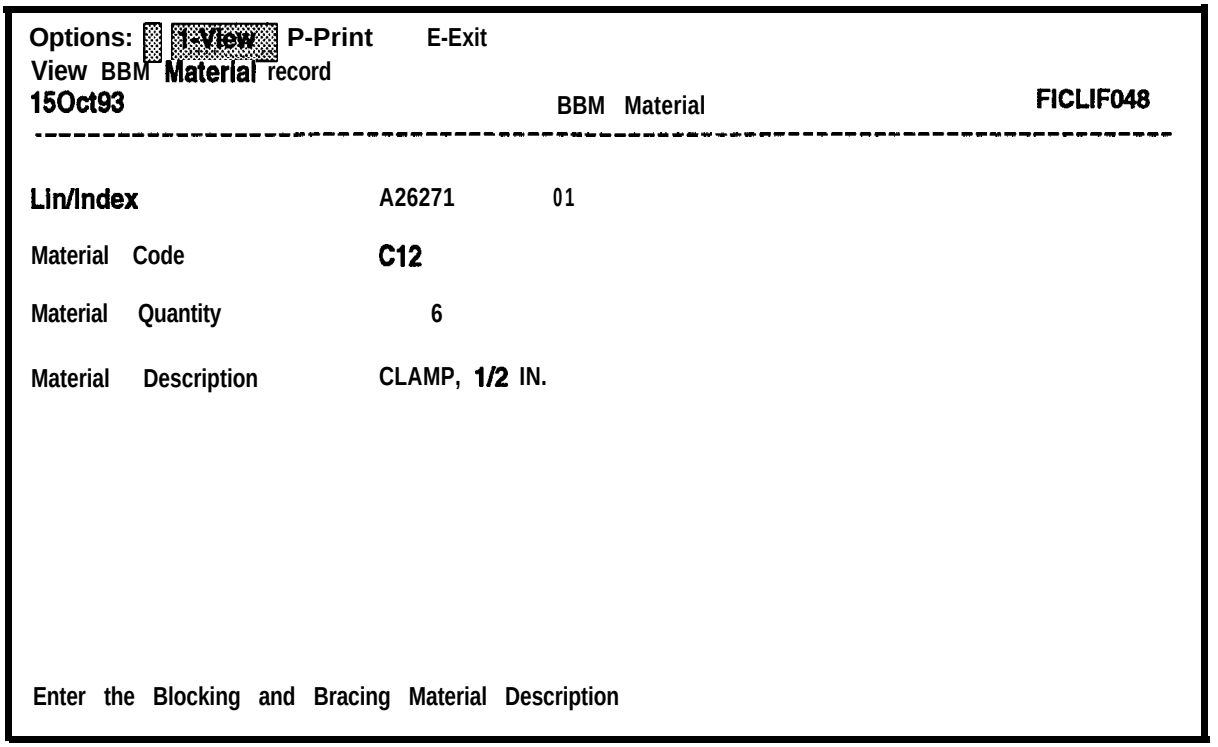

Figure 8-11. BBM Material Screen with Data
c. Enter the **Lin/Index** of the equipment for which you want to view the Blocking and Bracing record and press **ESC. F6** Help is available if necessary. Information similar to that shown Figure 8-11 will be displayed.